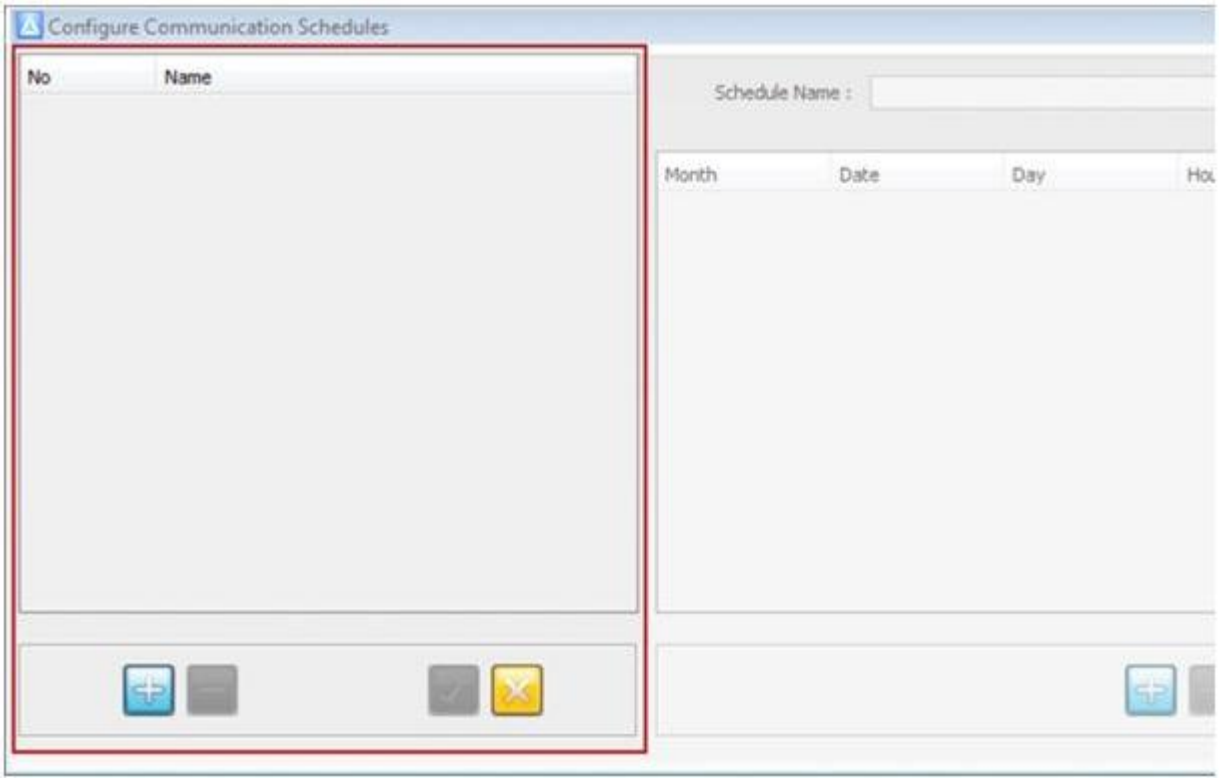

Figure 18 – Left-hand Side of the Configure Communication Schedules Dialog
2. Click the button (as highlighted in Figure 18).